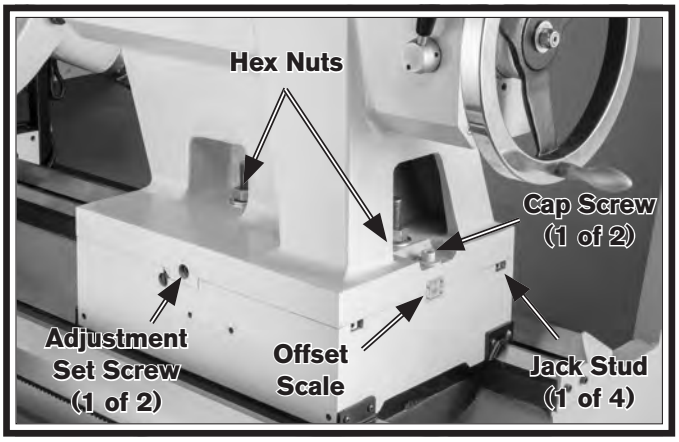
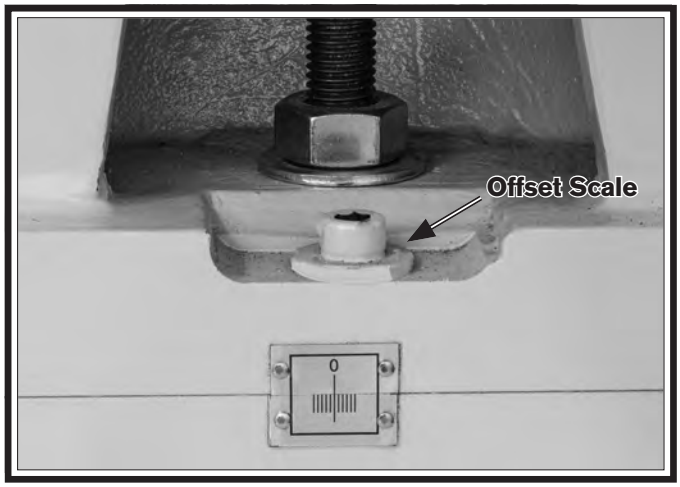

Figure 31. Tailstock offset controls.
Figure 32. Offset scale (1mm graduations).
1. Loosen both hex nuts (see **Figure 31**) to release clamping pressure between tailstock and lathe bed.
2. Loosen cap screws (see **Figure 31**) at both ends of tailstock to release clamping pressure between top and bottom tailstock castings.
3. Rotate adjustment set screws (see **Figure 31**) in opposite directions for desired offset shown on offset scale (see **Figures 32–33**).
4. Tighten cap screws (see **Figure 31**) at both ends of tailstock to lock top and bottom tailstock castings together.
5. Retighten clamping hex nuts (see **Figure 31**) to secure tailstock to lathe bed and recheck offset adjustment.
Note: *At each corner of tailstock there is a jack screw adjuster and a locking set screw (see **Figure 31**). The jack screws tilt or raise tailstock centerline with spindle. The factory has adjusted these, and readjustment is not typically required for the life of the lathe.*